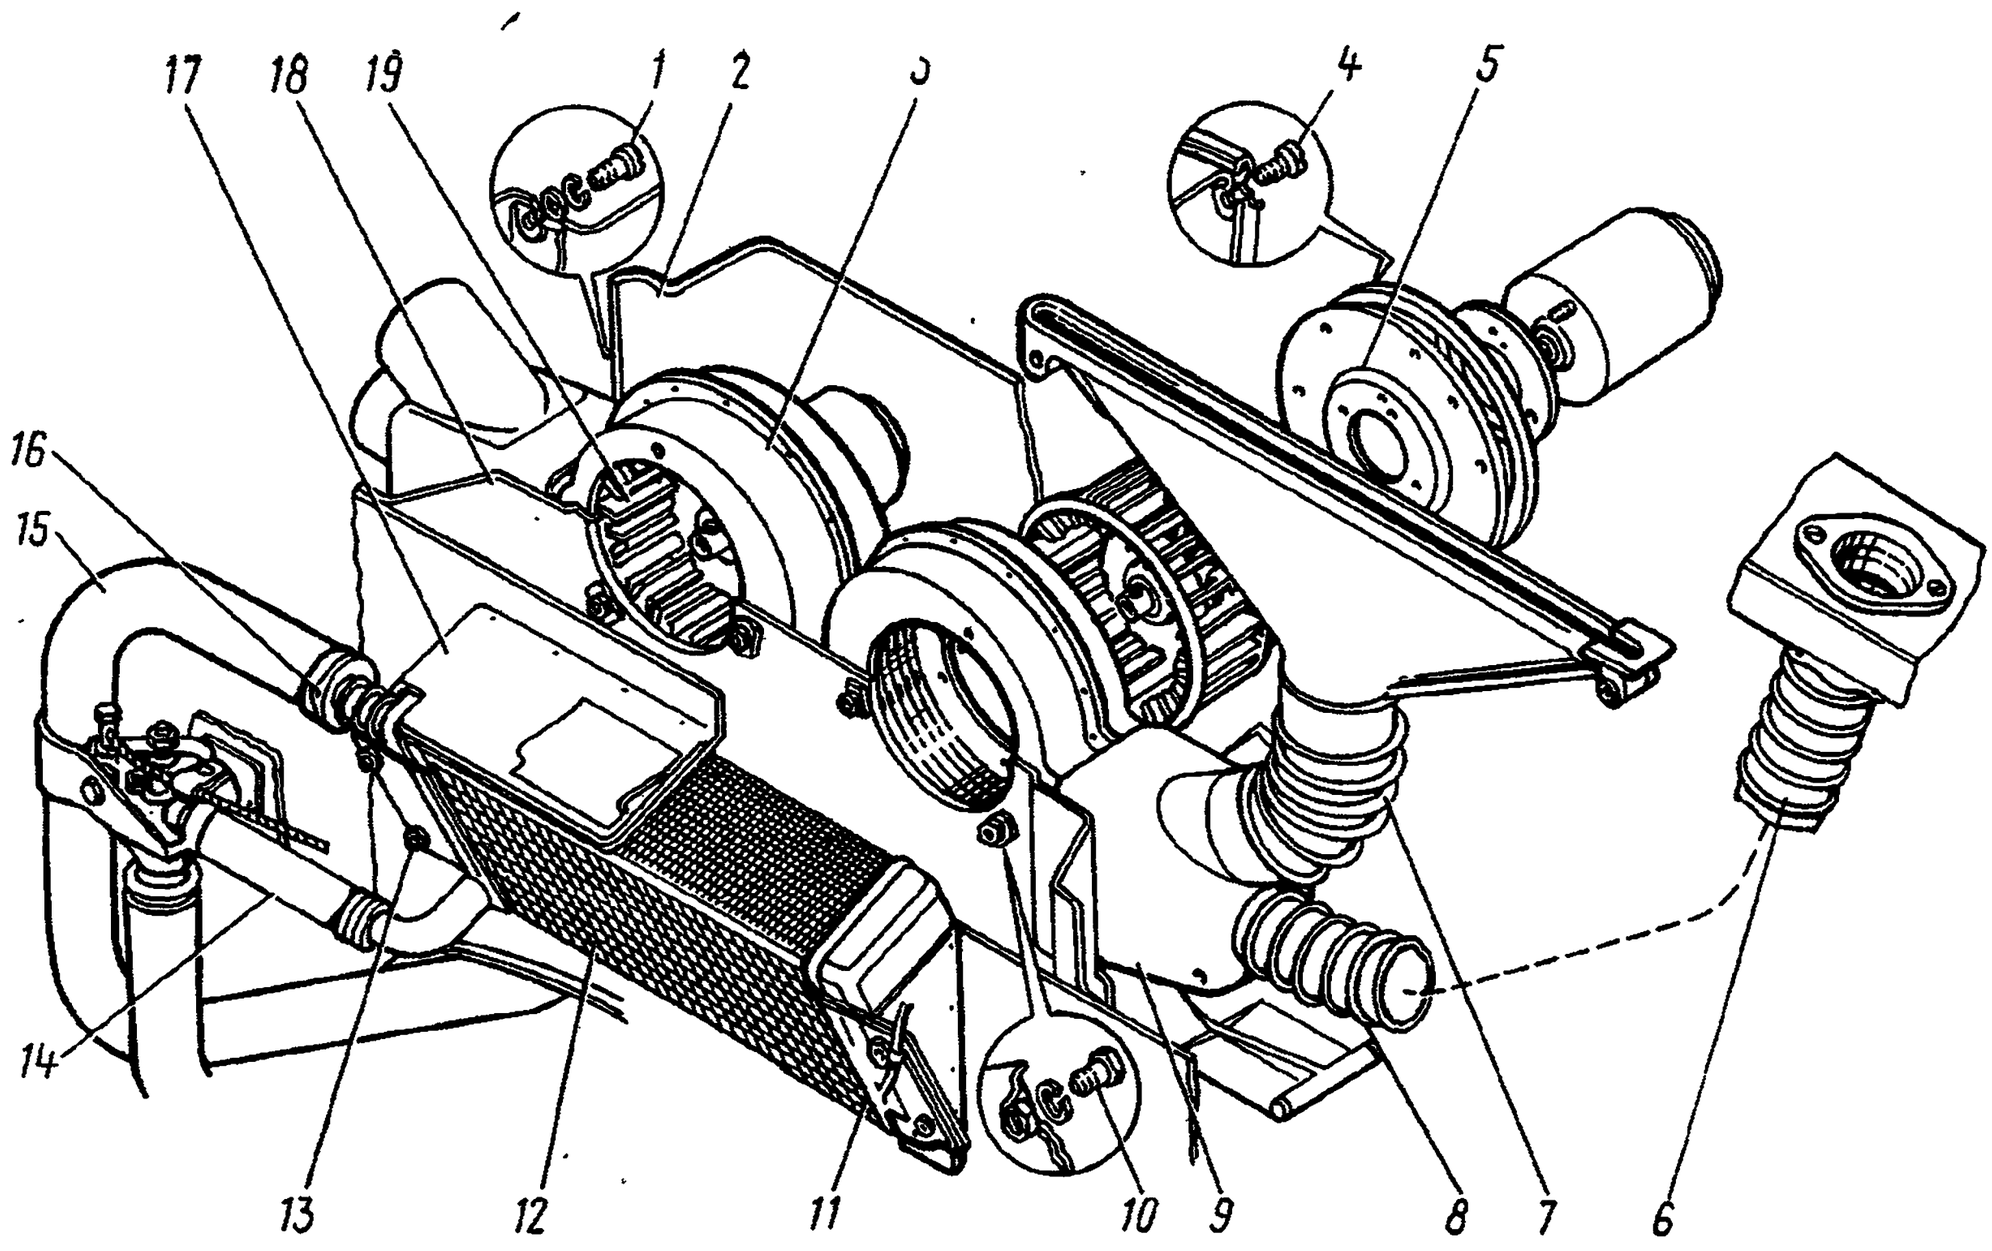

Рис. 67. Система отопления и вентиляции кабины:
5. Выверните винты *1* (рис. 67) и снимите кожух *2* вентилятора	Отвертка